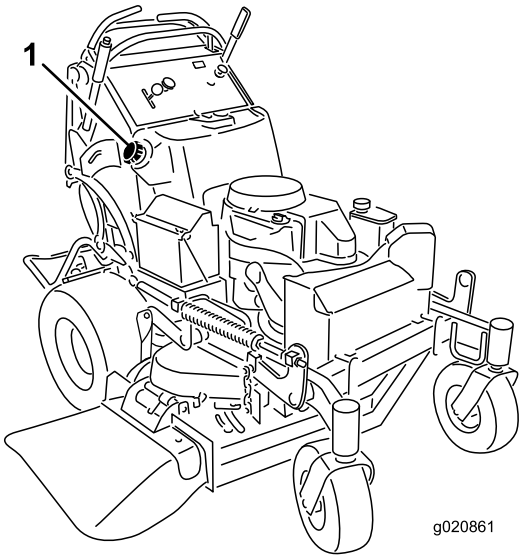

Figur 50
5. Bruk hevertpumpen til å tømme drivstoffet ut i en ren bensinkanne (Figur 50).